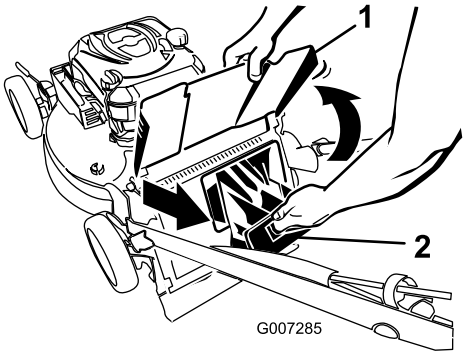

Figuur 21
2. Breng de afvoergeleider aan de achterzijde omhoog en houd deze omhoog (Figuur 21).
3. trek de afsluiter van het achteruitwerpkanaal eruit (Figuur 21).